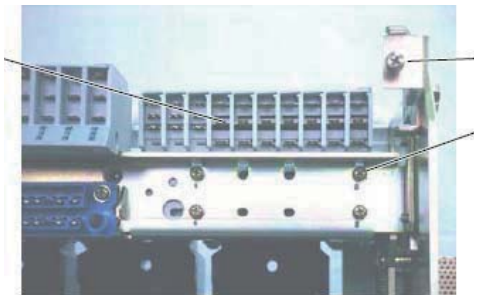

Рис. 62. Вспомогательные контакты и связанные с ними части
3) Извлеките крепежные винты вспомогательных контактов, показанные на рис. 62.